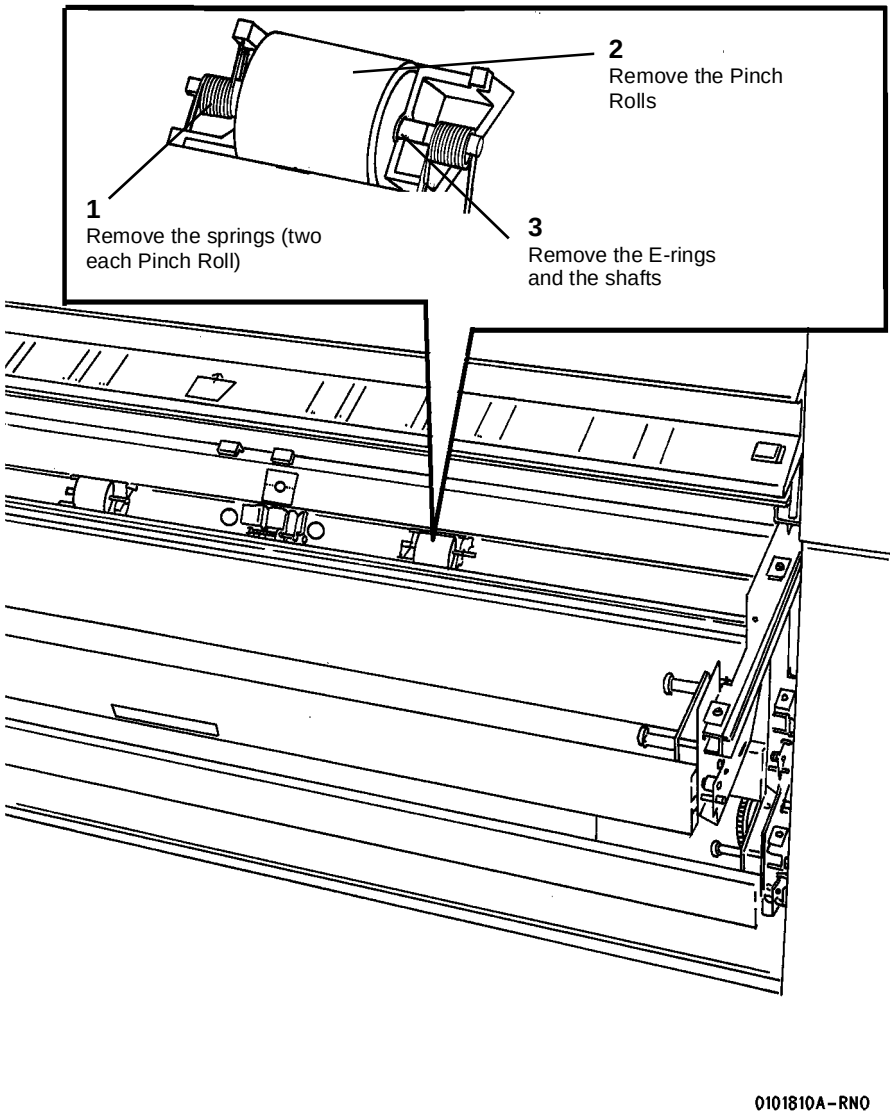

**Figure 1 Removing the Roll Feed Pinch Rolls**
2. (Figure 1): Remove the Roll Feed Pinch Rolls.